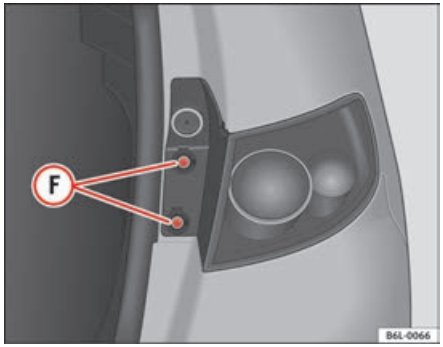

Fig. 166 Rear lights on bodywork
– Unscrew the screws (F) ⇒ fig. 166 using a flat-blade screwdriver.